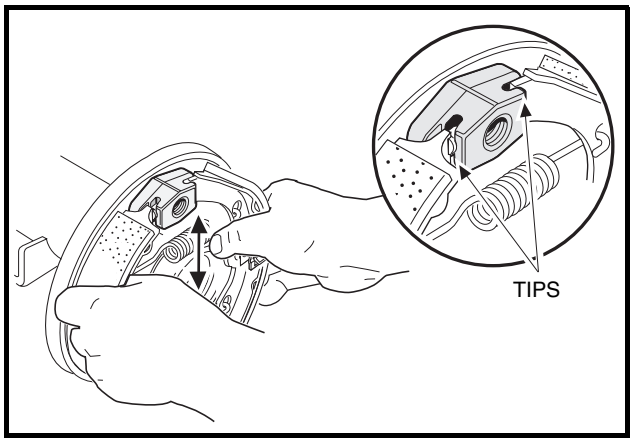

Figure 6-26 Position Shoes
5. After the shoes are installed, move them together up and down and side to side to make sure that they will easily slide approximately 1/4 to 3/8 inch (6.3 to 9.5 mm) without binding. Make sure the shoes are positioned vertically so the tips of the shoes are positioned flush with the top surface of the shoe mounting blocks as shown **(Figure 6-26, Page 6-12)**. **See following CAUTION.**